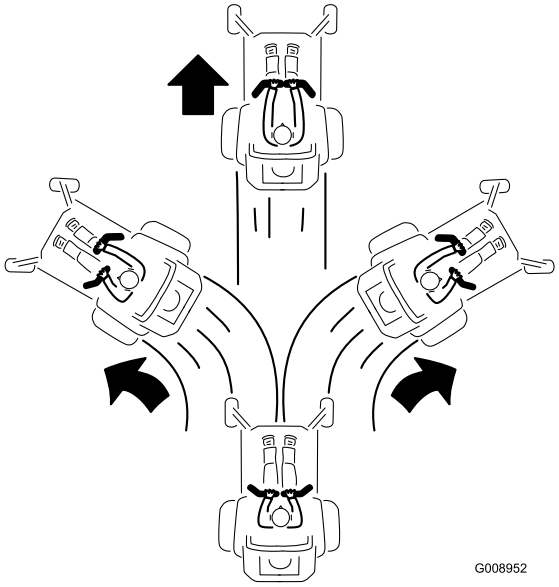

**Figur 16**
2. Skyv kontrollspakene forsiktig forover for å kjøre fremover (Figur 16).
Legg likt trykk på begge kontrollspakene for å kjøre rett fram (Figur 16).
Når du skal svinge reduserer du trykket på kontrollspaken i den retningen du ønsker å svinge (Figur 16).